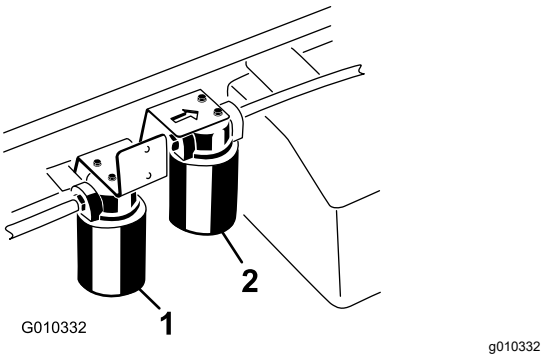

Figur 72
3. Ställ ett avtappningskärl under filtret och ta bort filtret (Figur 72).
1. Rengör runt området där högflödesfiltret monteras (Figur 72).